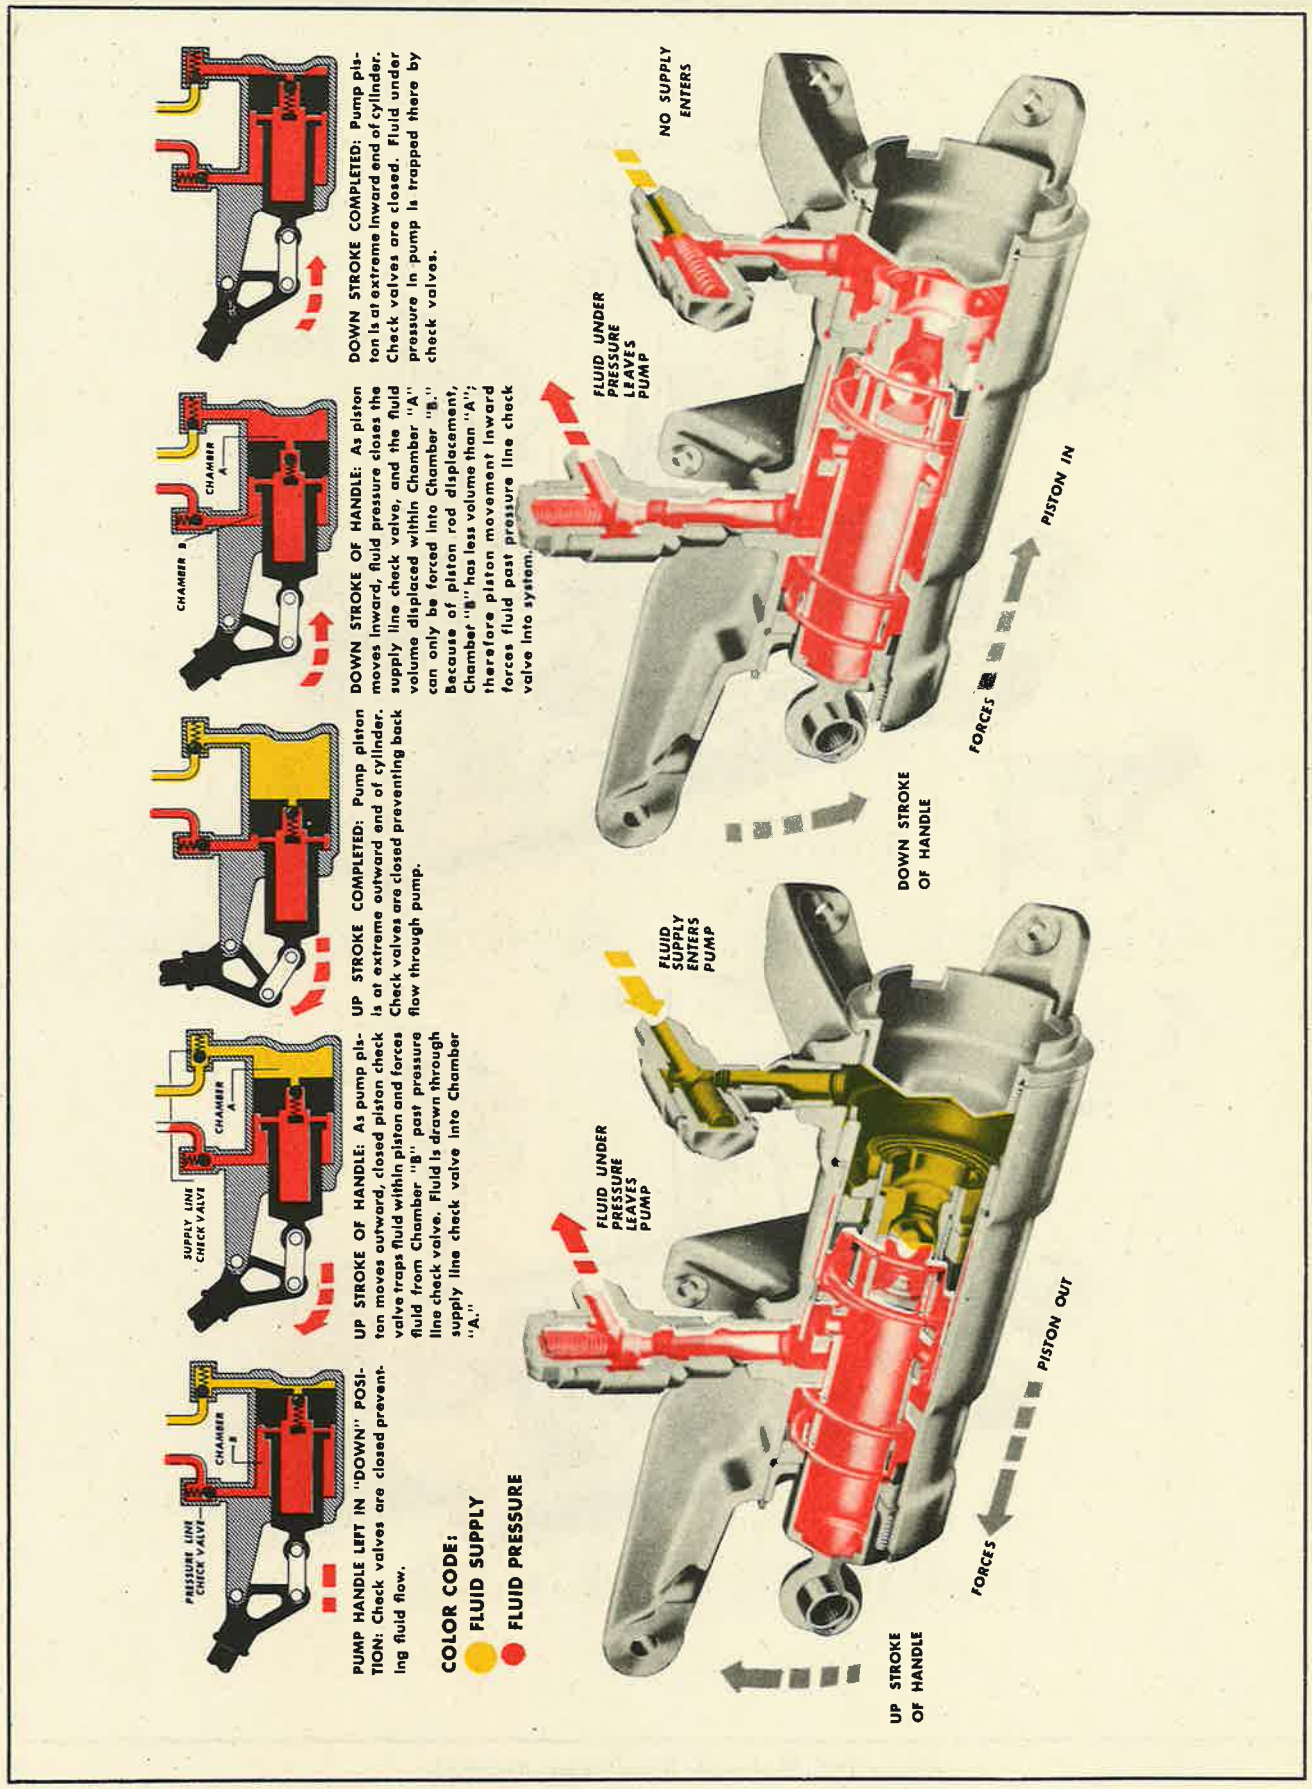

Figure 376—Operation of Hydraulic Hand Pump
(9) HYDRAULIC HAND PUMP. *(See figures 376 and 377.)*